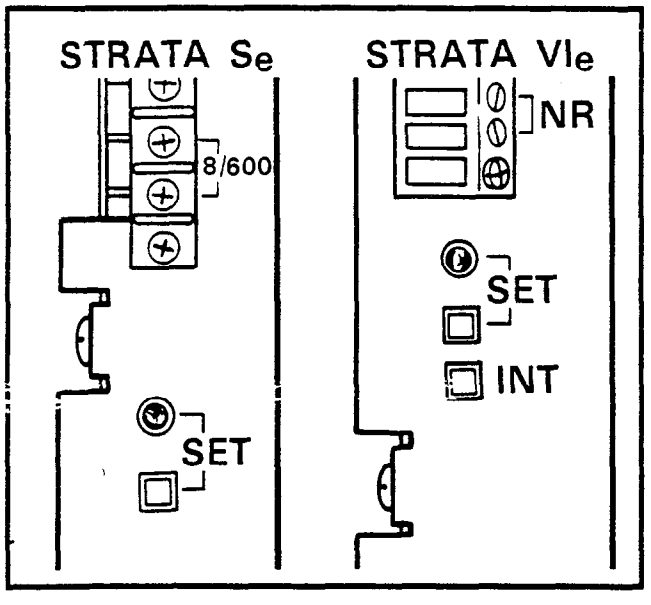

FIGURE 18—S_e/Vl_e INITIALIZING SWITCHES
07.03 To initialize STRATA S_e system data memory, refer to Figure 18, temporarily connect a 20-key EKT to station 13, and perform the following:
07.04 To initialize STRATA Vl_e system data memory, refer to Figure 18, temporarily connect a 20-key EKT to station 17, and perform the following: